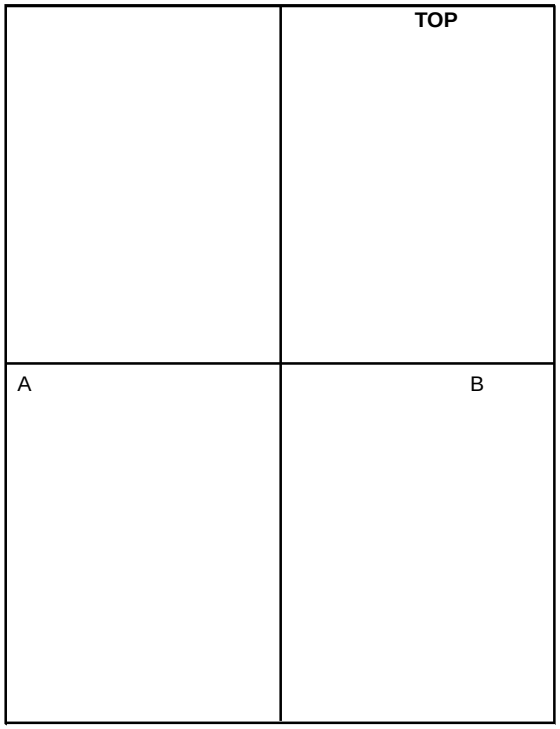

Figure 1 Creating a Test Pattern Original
Label the top for orientation purposes. (Figure 1)
6. Fold the copy in half parallel to the short edge (A to B in Figure 1).